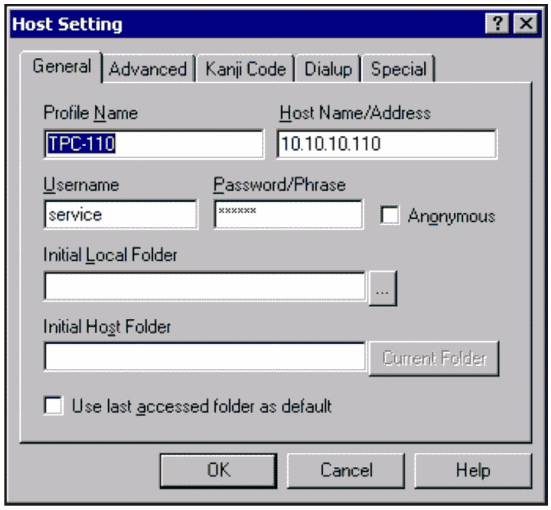

Figure 3-43 Host Setting
3. Complete the **Host Setting** entries (**Figure 3-43**).